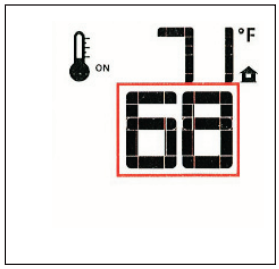

Figure 49.
- To adjust the Set Temperature, press the Up or Down Arrow Keys until the desired Set Temperature is displayed. Fig.49.